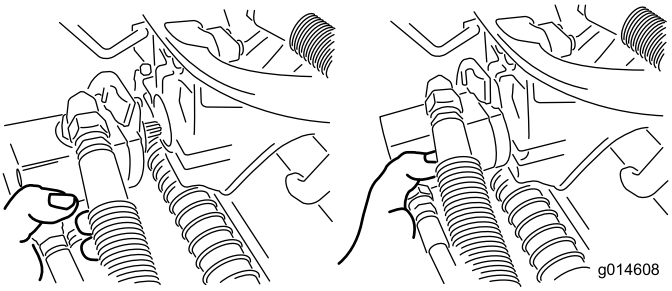

**Figur 36**
3. Flyt motoren hen i opbevaringspositionen foran på affjedringsarmen (Figur 36).